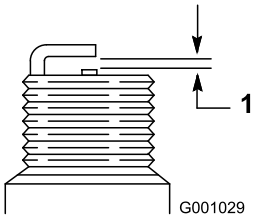

Figur 24
4. Still mellomrommet mellom elektrodene på en ny tennplugg til 0,76 mm, som vist i Figur 24.